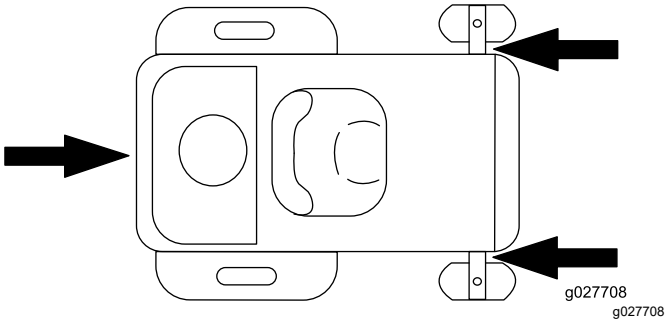

Figura 34
6. Amarre la máquina junto a las ruedas giratorias delanteras y el bastidor trasero con correas, cadenas, cables o cuerdas (Figura 34). Consulte la normativa local respecto a los requisitos de amarre.